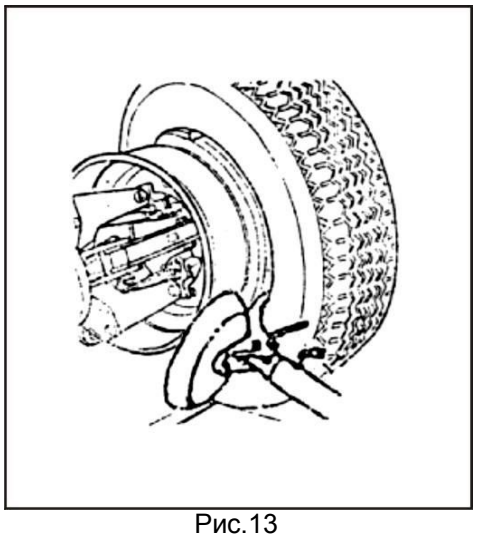

Рис.13
8. Вращайте колесо по часовой стрелке, до тех пор пока монтажная струбцина не окажется в нижней точке. (рис. 13)